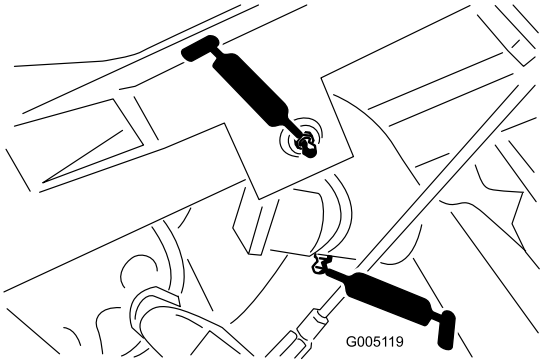

Bild 37
- Hubarmgelenk (3) und Schwenkscharnier (3) (Bild 37)